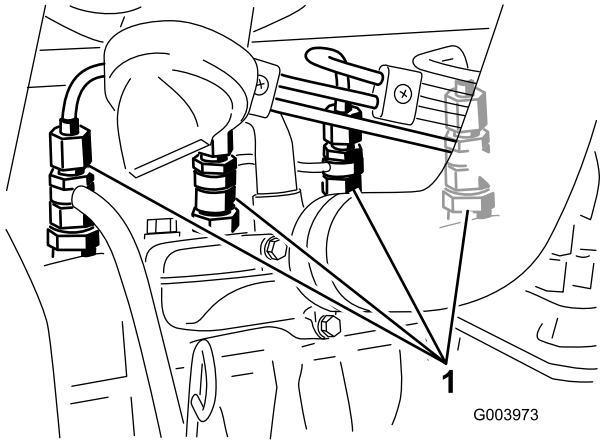

Figur 49
1. Løsn rørforbindelsen til dyse nr. 1 og holdersamlingen (Figur 49).